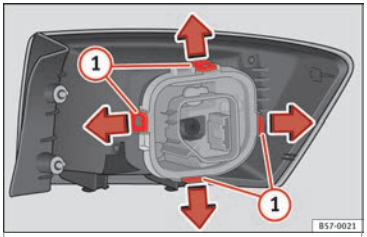

Fig. 109 Retaining tabs on reverse side of tail light.
7. Disassemble the bulb holder unlocking the securing tabs ››› Fig. 109 (1).